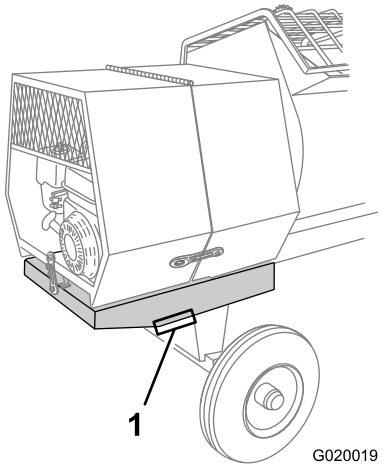

Figure 28
3. Placez une chandelle sous chaque point de soutien de l'extension du cadre arrière (Figure 28).